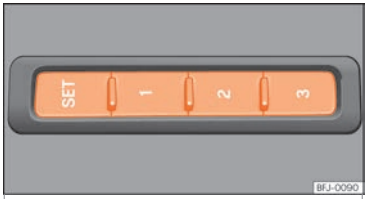

Fig. 116 En el lateral exterior del asiento del conductor: teclas de memoria.
- Pulse la tecla **SET** durante más de 1 segundo ››› fig. 116.
- Mantenga pulsada la tecla SET ››› fig. 116.